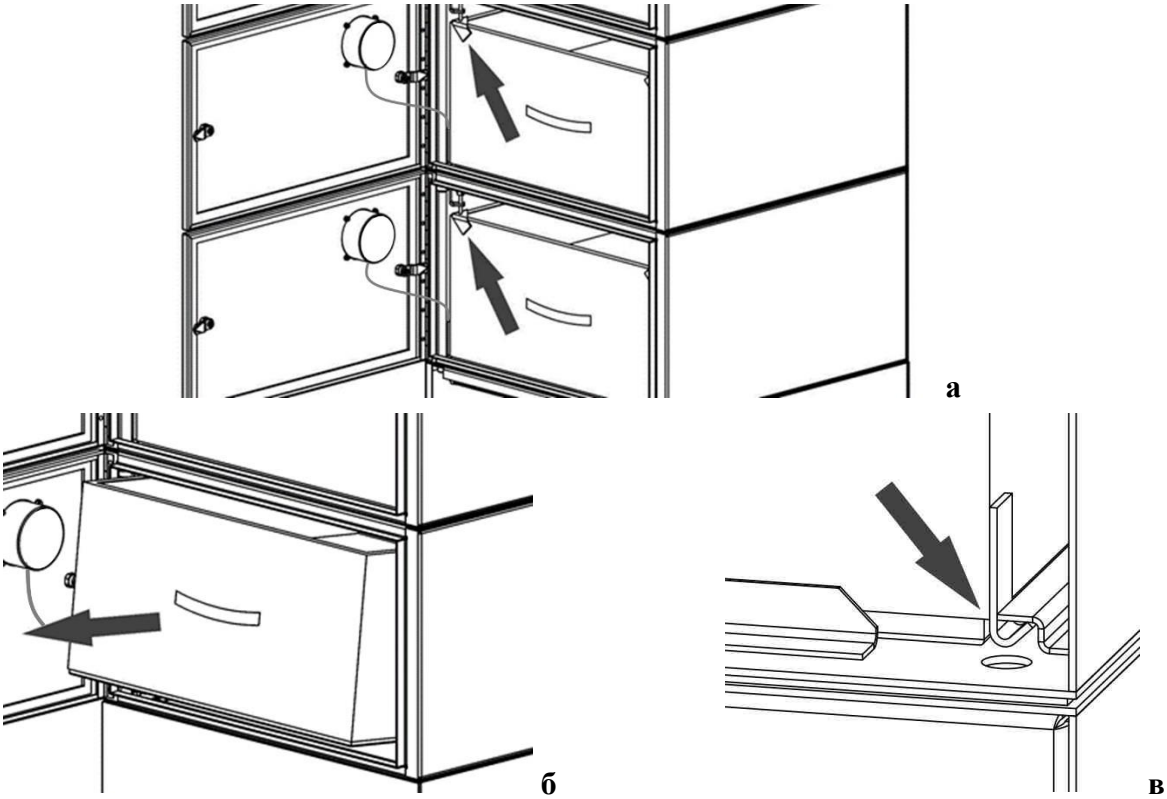

Рисунок 7
1) открыть дверцу камеры, ослабить винты передних прижимов и снять угловые планки (рисунок 7а);
2) извлечь картридж, приподняв и потянув на себя под углом так, чтобы освободить из захвата крючки на задней стенке картриджа (рисунок 7б);
5) установить новый картридж. При установке следить, чтобы крючки на задней стенке картриджа вошли под фиксирующую планку (рисунок 7в). Прижать верхние передние углы картриджа угловыми планками и закрепить винтами;